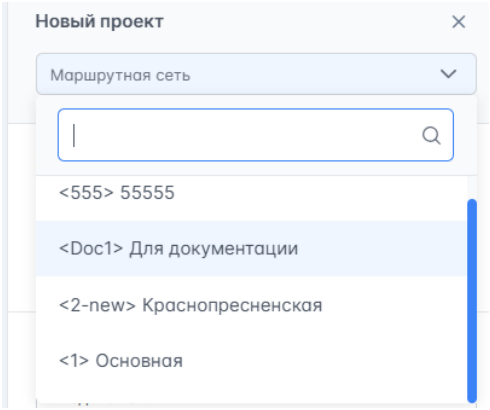

Рисунок 148 – Выбор МС при создании проекта
2. Заполнить поле "Маршрутная сеть". Для выбора МС, для которой будет создаваться проект, необходимо нажать на в соответствующем поле, откроется список доступных МС (рисунок 148), далее нажать на название требуемой. Выбранная МС во всплывающем списке при повторном нажатии на будет